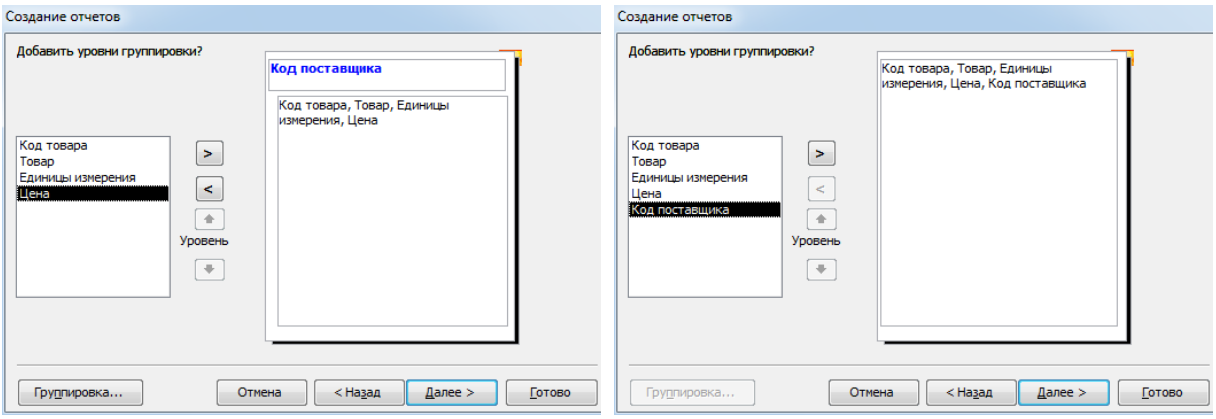

Рис. 5.2. Группировка:
3. На следующем шаге в разделе *Добавить уровни группировки* группировка снимается (если она установлена) (рис. 5.2). Для этого нажимается кнопка <.
Примечание: если в отчете установлена группировка по какому-либо полю, то оно будет выделено синим цветом и располагаться в отдельной рамке (рис. 5.2*а*).